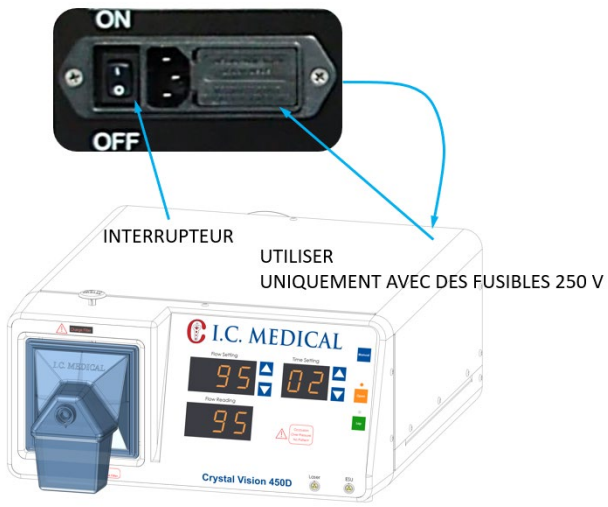

Figure 12 : Emplacement de l'interrupteur d'alimentation marche-arrêt.
1. L'INTERRUPTEUR MARCHE/ARRÊT est situé sur le panneau arrière (Figure 12), à côté du cordon d'alimentation. Ce commutateur contrôle l'alimentation de l'appareil CRYSTAL VISION®. Des symboles internationaux sont utilisés. Le symbole [I] indique l'alimentation « ON » et [O] indique « OFF ». Cet interrupteur contrôle également le ventilateur de refroidissement.